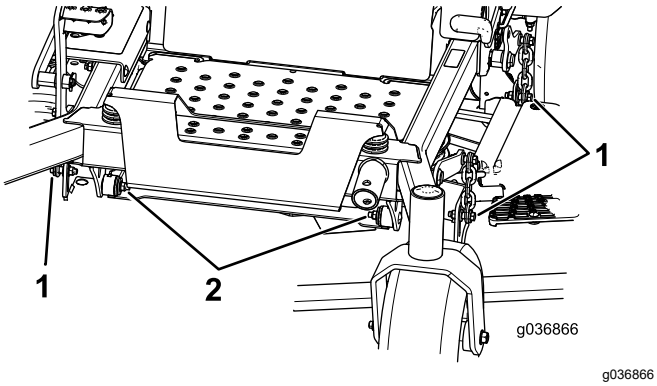

Figur 85
7. Fjern, og gem bolte og møtrikker på begge sider af maskinen (Figur 85).